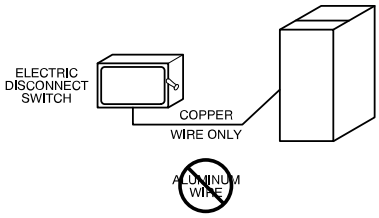

**Fig. 33 – Field-Supplied External Electrical Box on Furnace Casing**
Do not connect aluminum wire between disconnect switch and furnace. Use only copper wire. See (Fig. 33).
1. Drill two (2) 1/8-in. (3 mm) pilot holes through the dimples in the furnace casing near the 7/8-in. knockout or plug on the side of the casing. Do not remove the knockout or plug in the side of the casing.
9. Connect field power and neutral leads to furnace power leads inside the external electrical box (Fig. 33).